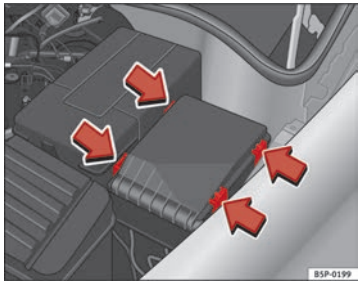

Fig. 184 Fuse box cover in engine compartment
– Prise off the fuse cover in the engine compartment by pressing the tabs towards the centre of the cover ⇒ Fig. 184.